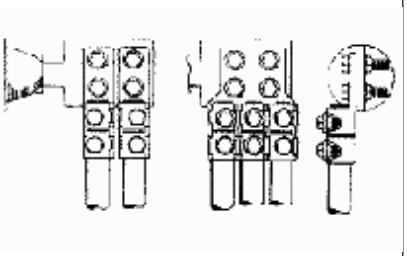

Figure 6
3. *Figure 6 – Typical example of bolted connections for two, four or six cables to maximum capacity of lug.*